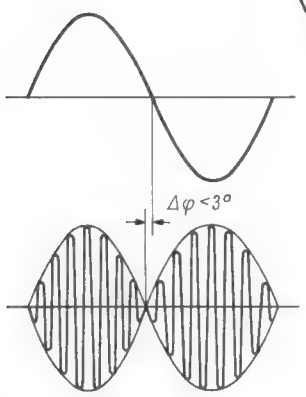

Bild 14. Darstellung der Phasenbedingung für die Signale im Haupt- u. Hilfsträgerkanal
4.11 Die *Phasen-Differenz* zwischen den Nulldurchgängen des Summensignals (Bild 8a) und der Einhüllenden des Hilfsträgersignals (Bild 8c) soll, wenn nur ein rechtes oder linkes Signal vorhanden ist, im Durchlaßbereich 50 Hz...15 kHz nach *Bild 14* kleiner als 3^0 sein. (In Bild 8 sind dazu die Teilbilder a, b und c so untereinander angeordnet zu denken, daß die drei Ordinatenachsen in einer Flucht liegen.)